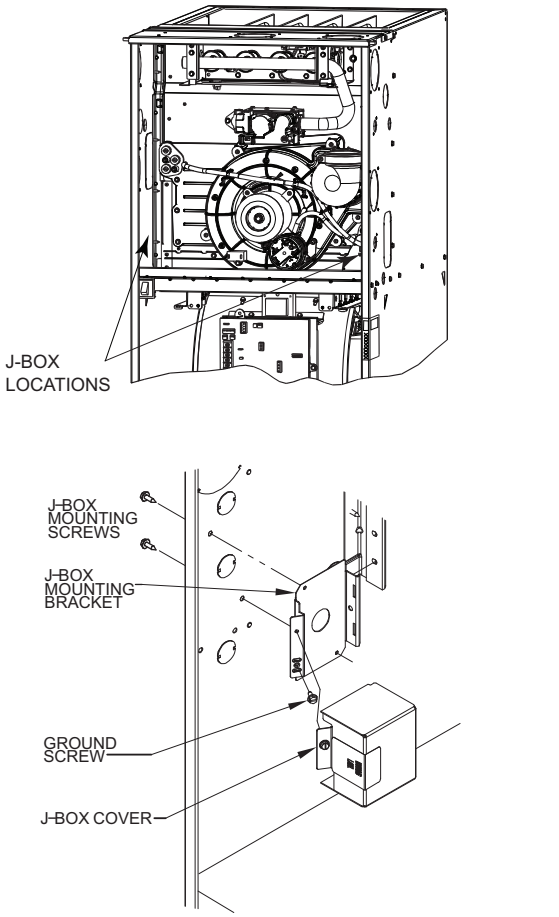

**Fig. 3 - J-Box Removal / Installation**
1. Remove the screw that secures the J-box cover to the J-box bracket. See Fig. 3.